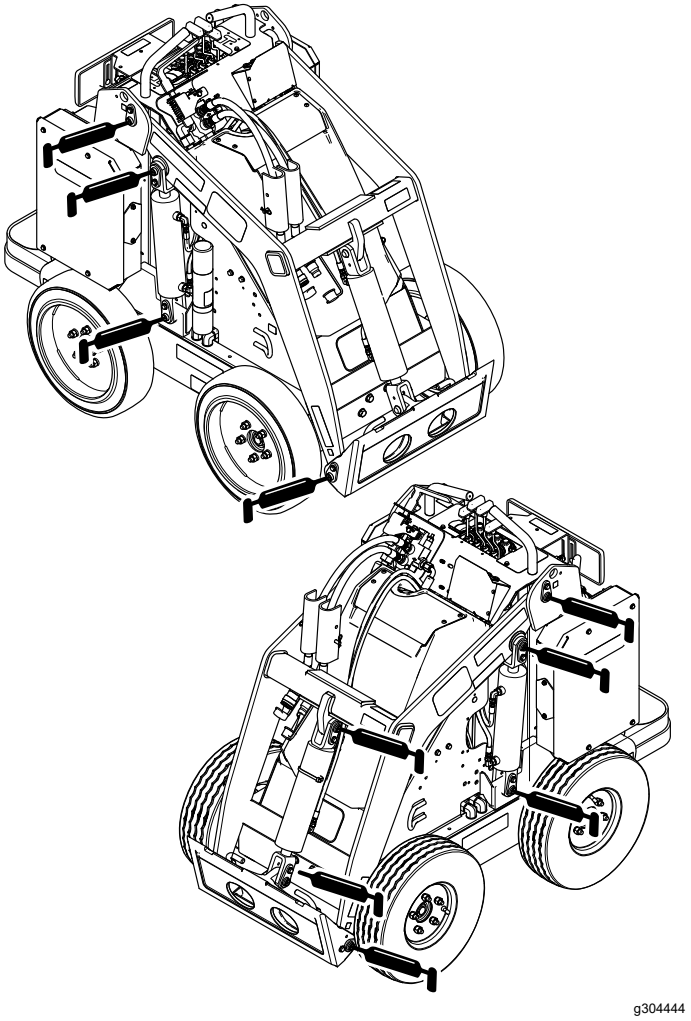

Rysunek 30
4. Podłącz smarownicę do obu smarowniczek (Rysunek 30 i Rysunek 31).